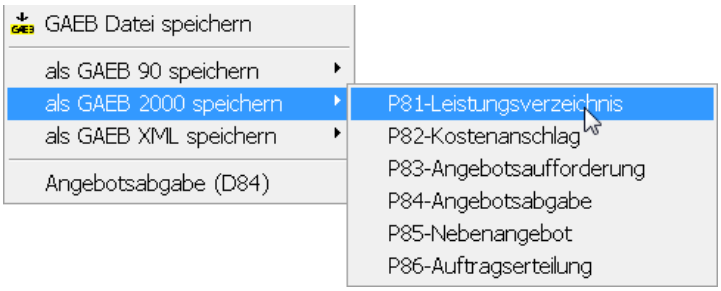

Bild 37.15 – Ein Leistungsverzeichnis im Format GAEB 2000 abspeichern
- Jedes der Untermenüs besitzt wiederum eine Reihe von Ausführungsarten, wie etwa die Erzeugung eines *Leistungsverzeichnisses* (Abb. 37.15).